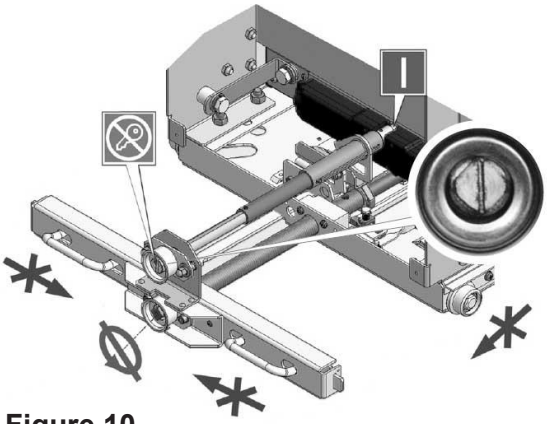

Figure 10
- Lorsque la tête carrée de verrouillage est en position déverrouillée (figure 10) le système de verrouillage est en position « Déverrouillée ». Dans cette position l'ISM peut être manœuvré (déclenché et enclenché) et l'unité débrochable peut être embrochée ou débrochée.
Position C - **Figure 10**